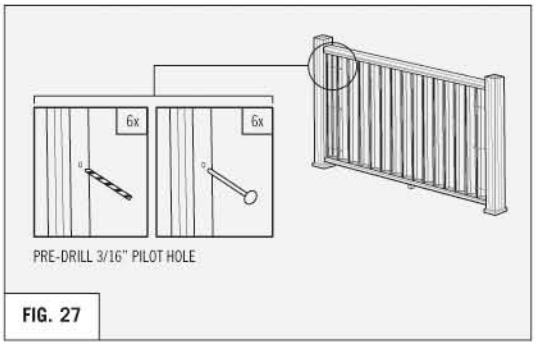

FIG. 27
7. Pre-drill pilot holes. Attach end balusters to posts using three #8 x 3" screws on each post. **(REFER TO FIG. 27)**
5. Pre-drill 3/16" pilot holes into the ends of the top and bottom rails as in the Traditional Railing installation. The pilot holes should be drilled at a 45° angle to the rail and should start 1" from the end of the rails. Predrill three pilot holes into the first and last baluster that lie against the posts. **(REFER TO FIG. 27 & 28)**